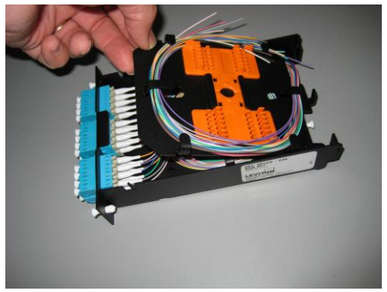

Figure 2
3.2 Retirer le plateau d'épissage en soulevant le bord avant (figure 2); le mettre de côté.